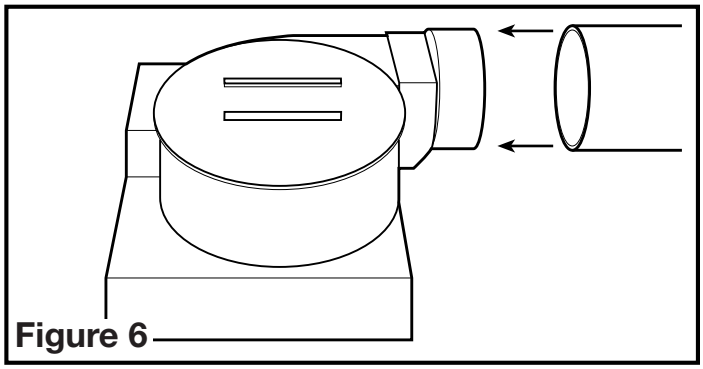

Figure 6
1. Connect the ducting to the fan's duct collar **(Figure 6).** Secure in place using tape or screw clamp. Always duct the fan to the outside through a wall or roof cap. It is recommended that low restriction termination fittings be used.